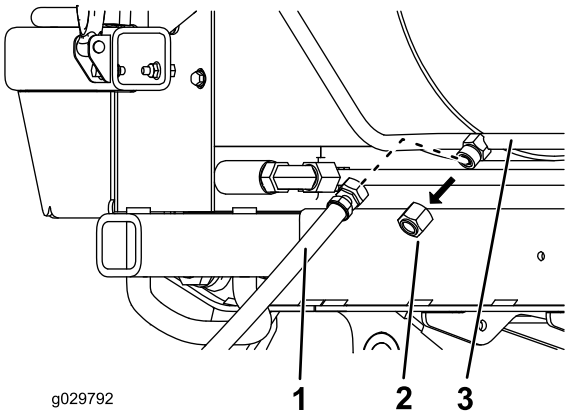

Rysunek 15
A. Zdejmij zatyczkę ze sztywnej części przewodu powrotnego chłodnicy oleju (Rysunek 15).
B. Wkręć przewód krótki na część sztywną (Rysunek 15).